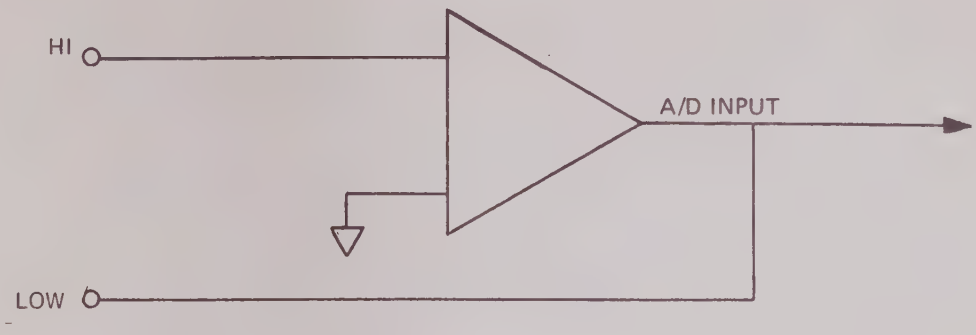

FIGURE 16.
H. EXTERNAL REFERENCE THEORY (Figure 16, 17, 18, 19 and Schematic No. 10)
The 8300A input terminal for VDC measurements is the input to the A-D Converter and therefore, will have a maximum voltage of ±12v with respect to the instrument common, Figure 16. Since it may be necessary to connect the common of the input to the common of External Reference input and the External Reference output common is instrument common, a means of isolating the commons becomes necessary.